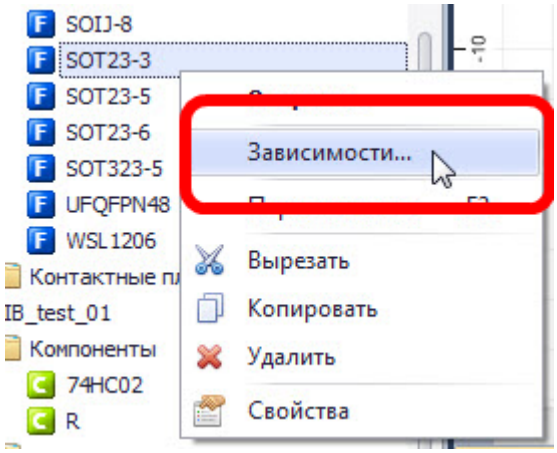

Рис. 313. Вызов менеджера зависимостей
2. Вызвать контекстное меню и выбрать пункт «Зависимости», см. Рис. 313.